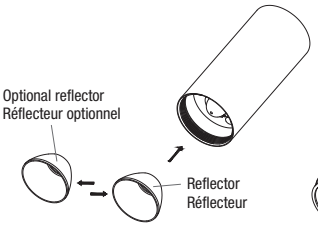

**Fig. 1d**
4. Place the optional reflector into the luminaire (Fig. 1d).
4. Placer le réflecteur optionnel dans le luminaire (Fig. 1d).